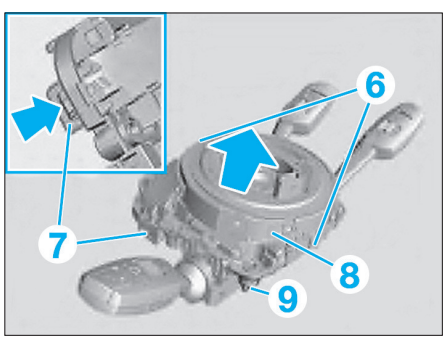

Fig. 9
• Déverrouiller les crans (6) **(Fig.9)**.
• Comprimer le dispositif d'arrêt (7) et retirer dans le sens de la flèche le contacteur tournant (8) du support des comodos (9).